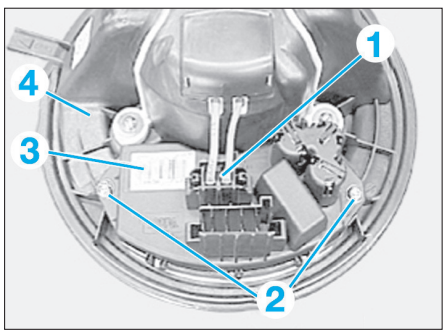

Fig. 42
• Déverrouiller et débrancher le connecteur (1) **(Fig.42)**.